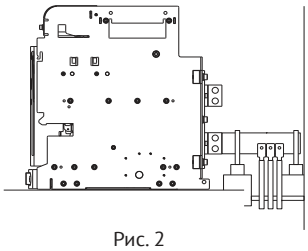

Рис. 2
• при подключении нескольких кабелей следует скрепить их между собой и зафиксировать на каркасе неподвижной конструкции (рис. 2).